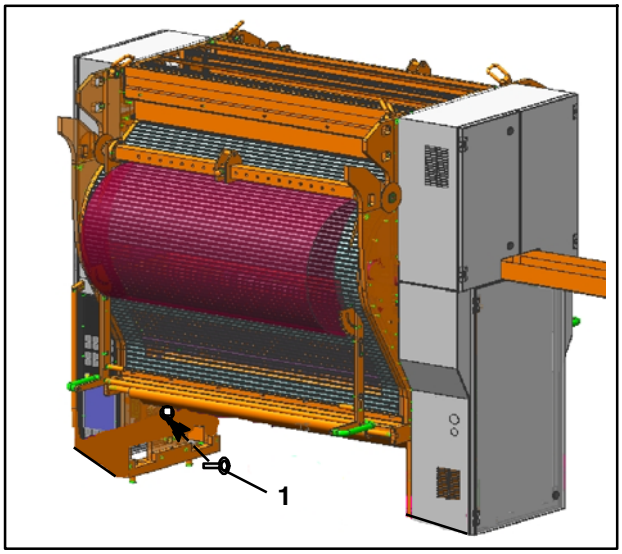

Fig. 129 FoilStar, vue du côté entraînement
1. À l'intérieur de la paroi du bâti, placer la clé spéciale fournie (Fig. 129/1) sur l'arbre quatre pans et tourner dans le sens désiré.